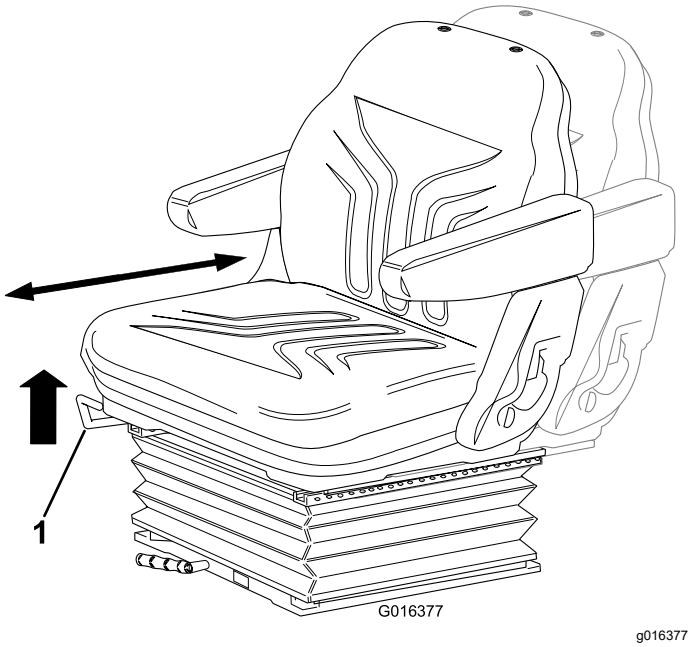

Figur 22
- Flytt spaken oppover for å justere setet plassering forover/bakover (Figur 22).